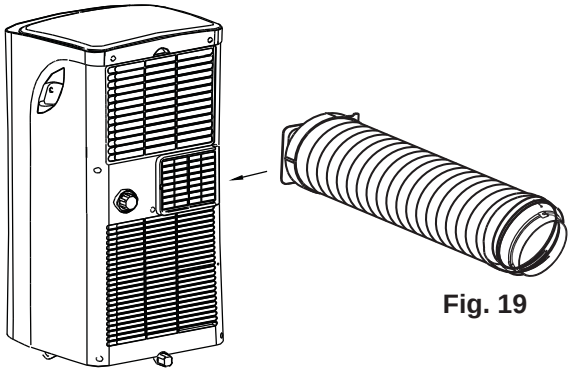

Fig. 19
2. Insert the exhaust hose into the rear air outlet opening along the arrow direction (see fig. 19).